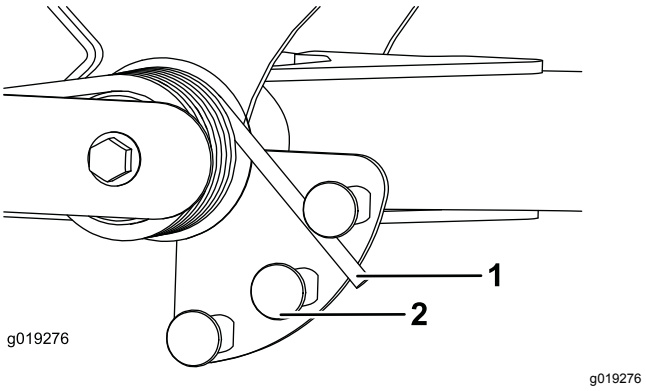

Figur 31
2. Sæt et rør eller en lignende genstand på den lange fjederende, og drej den omkring fjederaktuatoren til den ønskede position (Figur 31).